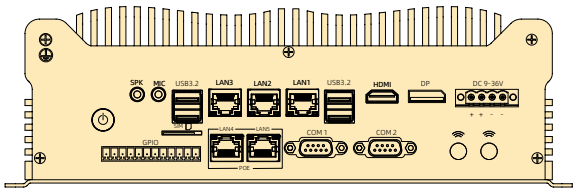

图 2.4 IBOX-604-5L2C2P 后视图
- 找到跳线 PWR_SEL1，有 3 个针脚，位于 Mini-PCIe 插槽和 GPIO 插槽附近。（如图 2.4）。